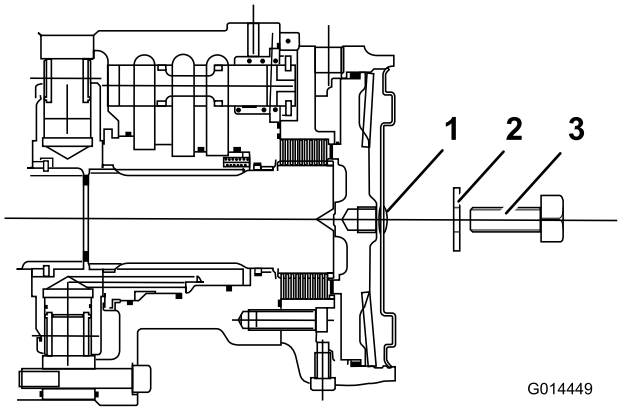

Rysunek 63
4. Zainstaluj śrubę ustalającą M12 x 40 mm z podkładką w otworze na środku płyty końcowej silnika (Rysunek 63).
5. Wkręcaj śrubę ustalającą do otworu gwintowanego w tłoczku hamulca do momentu, aż hamulec zostanie zwolniony (Rysunek 63).
6. Odszukaj zespół hamulca tarczowego napędu przednich kół znajdujący się po lewej stronie i powtórz powyższą procedurę (Rysunek 63).